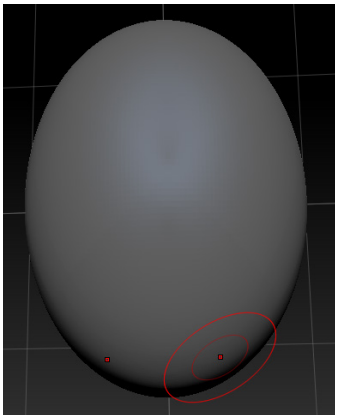

Figure 3-57 *Top view of the turtle shell*
9. To view the elongated *turtle shell*, you need to switch to its top view. To do so, press and hold the left mouse button, and drag the cursor downward in the canvas area; the view is rotated and the top view of the *turtle shell* is displayed, refer to Figure 3-57.